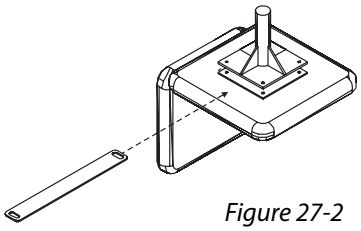

Figure 27-2
2. Loosen the screws that attach the plate to the seat. Allow enough room to slide the anchor plate between the seat and the seat plate. *[Figure 27-2]*